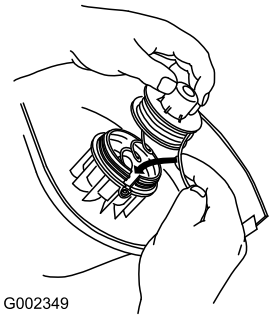

Figura 15
1. Sujetando la cuerda y el carrete, introduzca el carrete en el cabezal de corte y pase la cuerda por el ojal (Figura 15).